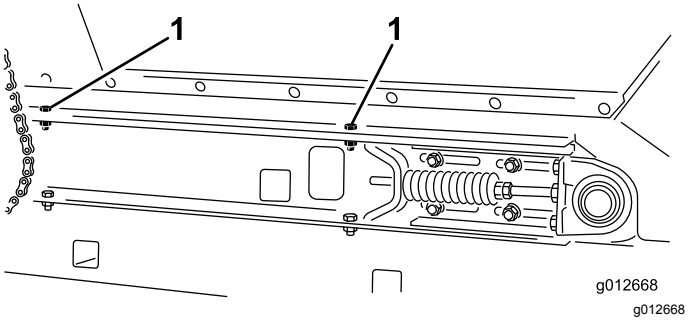

Figur 32
4. På hver side av maskinen fester du beholderen til gliderammeskinnene (Figur 32) med de to hodeskruene, to skivene og to låsemutterne du fjernet i Demontere skyveplanet (side 24).